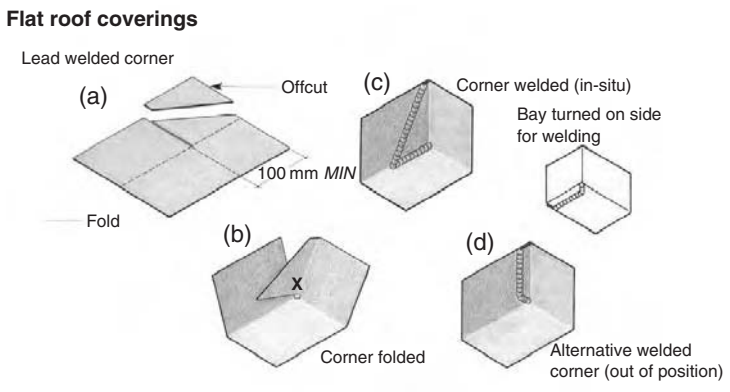

Figures 10.6 *(a)–(d) Setting out for an internal corner for welding (Reproduced with permission of Lead Sheet Association)*
Referring to Figures 10.6 (a)–(d):
- To weld an internal corner the sheet is set out and cut, as shown in Figure 10.6(a)
- If the corner is to be welded in position, the up-stands are folded with the part marked X to the inside, as in Figure 10.6(b), and then welded with angle and inclined seams, as in Figure 10.6(c)